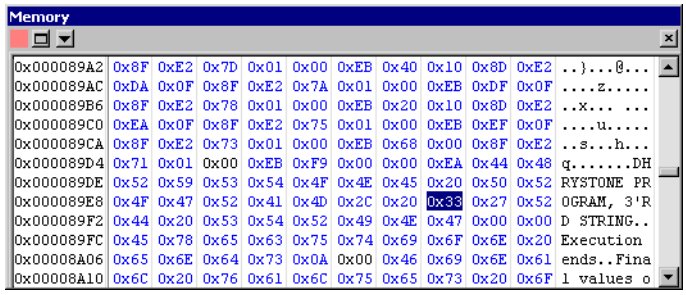

Figure 6-11 Example memory display
6. Use the **Pane** menu, in the Memory pane, to set the start address to `0x89A2` and display the ASCII values, shown in Figure 6-11.